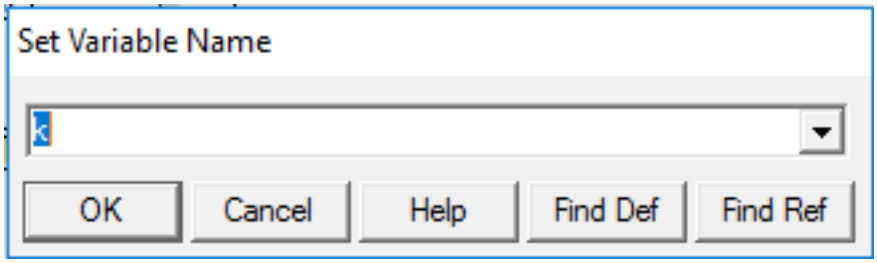

Рис. 3. Задание имени переменной в *блоке* Переменная variable
2) после выделения данного *блока* нажатием *ПКМ* вызовите *окно* Определение имени переменной *Set Variable Name* и заполните его *строку ввода* именем *k* (рис. 3);